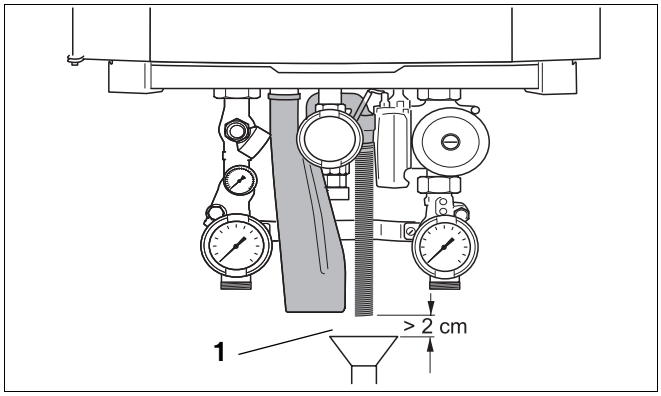

Bild 13 Kondensatleitung
– Das Kondensat muss frei bis in einen Trichter (oder Neutralisationsbehälter) auslaufen können. Dadurch wird ein Rückstau vom Kondensat in den Heizkessel vermieden. Der Siphon im Anschlus-Set darf keine feste Verbindung mit der Kondensatleitung haben. Der minimale Abstand zwischen dem Siphon und der Kondensatleitung beträgt 2 cm (Bild 13, **Pos. 1**).